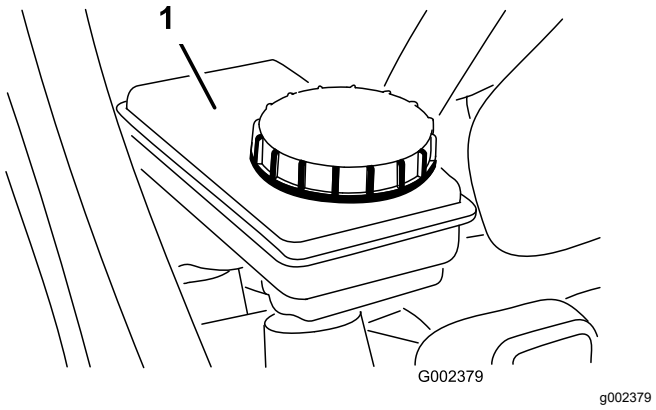

Figur 55
5. Sørg for, at væskestanden går op til linjen Full (fuld) på beholderen (Figur 55).
6. Hvis væskestanden er lav, skal du rengøre området omkring dækslet, tage dækslet af og fylde beholderen med den specifikke bremsevæske til det korrekte niveau (Figur 55).